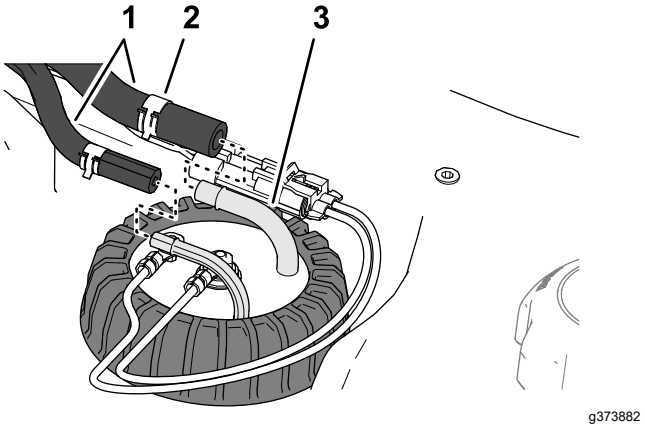

**Figuur 93**
4. Verplaats de klemmen waarmee de slangen zijn bevestigd aan de fittings van de brandstofsensor naar binnen en verwijder de slangen van de fittings (Figuur 93).